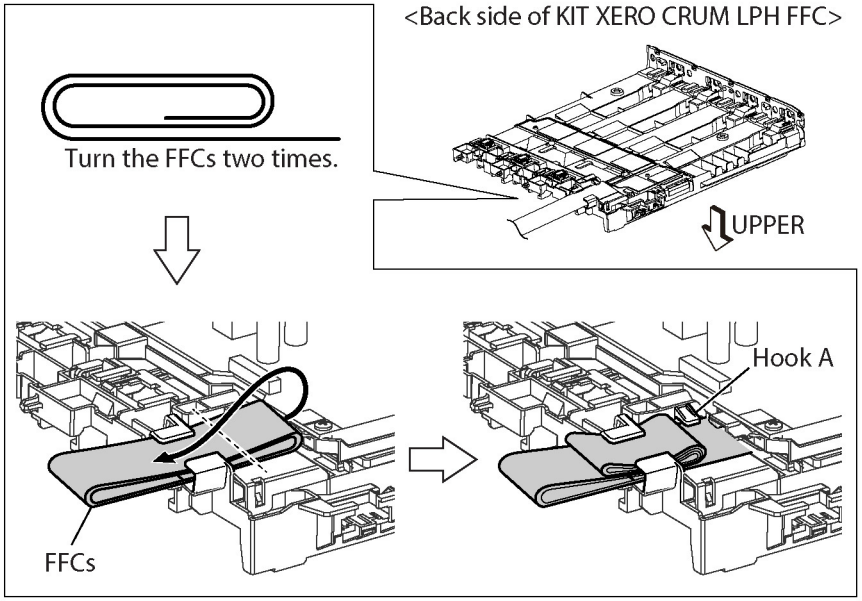

Figure 6 Fold the FFCs and Install the LPH Xerographic CRUM
- When installing the LPH Xerographic CRUM FFC, arrange the FFCs as shown in Figure 6.
- When setting the FFCs, be careful not to catch the turned FFCs at the Hook A shown in Figure 6.